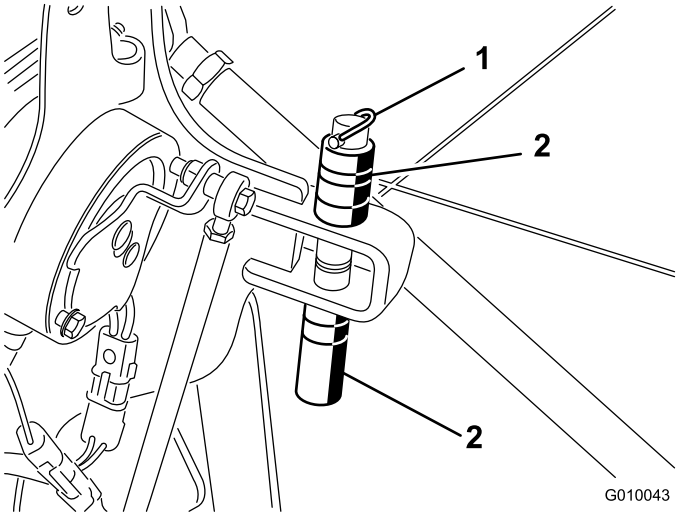

Figuur 29
1. Verwijder de lynchpen waarmee de afstandsstukken en dieptepennen zijn vastgezet (Figuur 29).